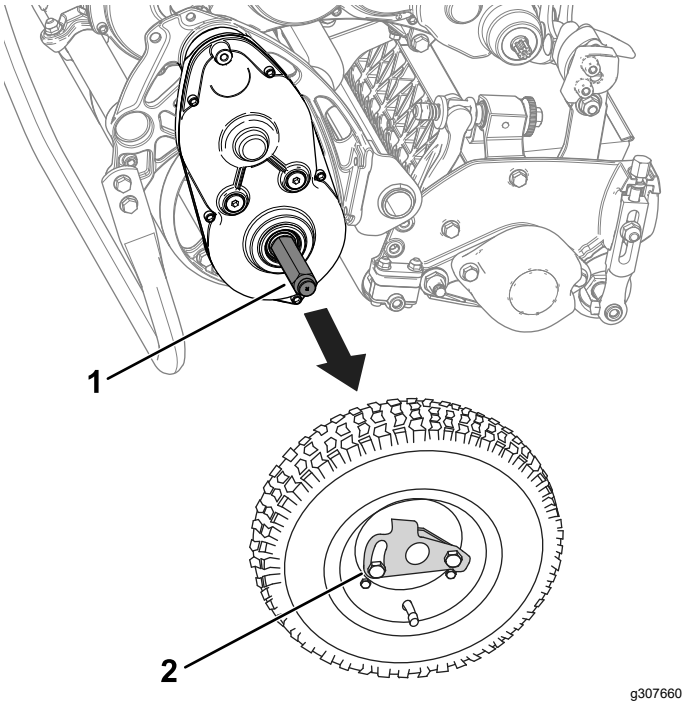

**Figuur 16**
3. Verwijder de transportwielen door de sluitklemmen van het wiel uit de assen te duwen (Figuur 16).